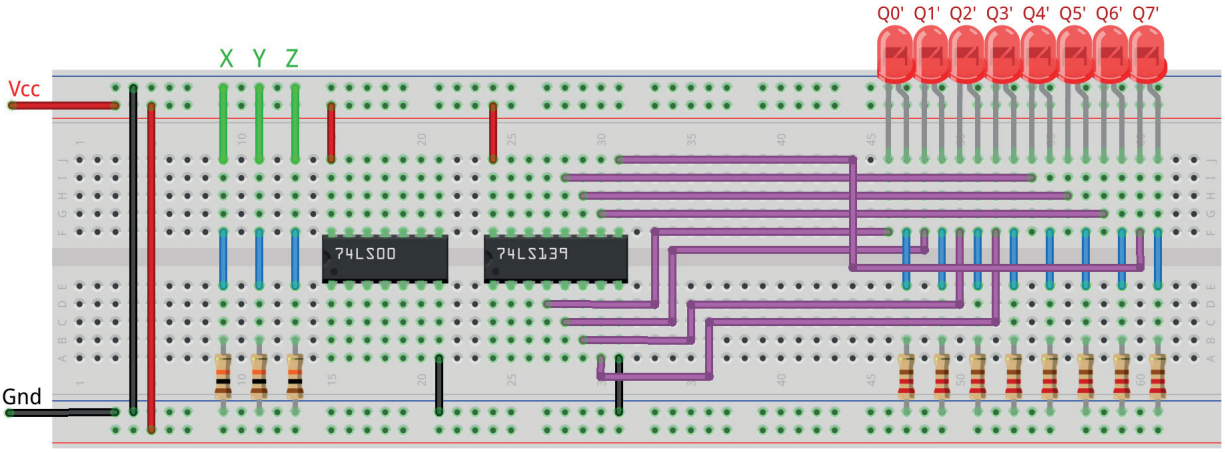

Figura 7.18 – Disposição dos componentes na placa de montagem.
2. Monte o circuito na placa de montagem, conforme figura 7.18.